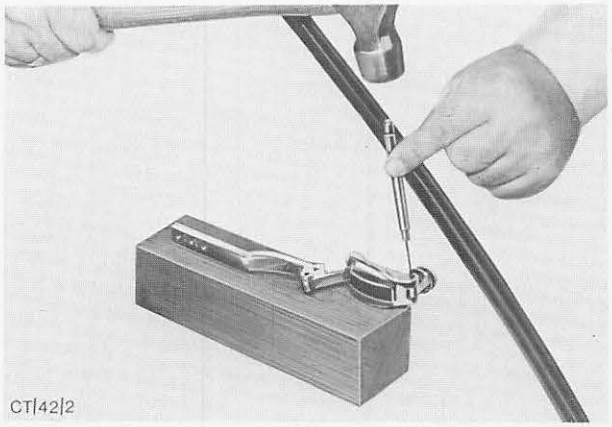

Abb. 14 Scharnierfenster wie gezeigt unterstützen, während Spannhülse aus dem Rastenaussteller – Fensterteil herausgetrieben wird.
3. Scheibe auf eine geeignete Unterlage (Klotz) halten, Spannhülse heraustreiben und Karossenteil des Rastenausstellers vom Fensterteil trennen, Abb. 14.
2. Entsprechendes Teil des Ausstellers entfernen. Dazu entsprechende Spannhülse vorsichtig heraustreiben, Abb. 14.